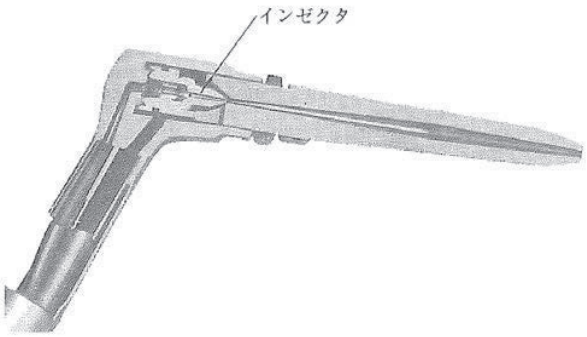

図 3.21 JIS A 形溶接器火口 [18)]
c. 図 3.21 に示すように，インゼクタノズルは火口に内蔵されている。